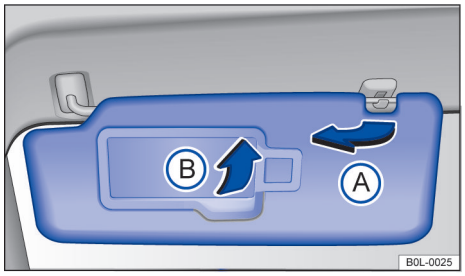

图 72 前部顶篷上：遮阳板
– 从支架上拉出，转向车门，遮挡自门窗射入的阳光 →图 72 Ⓐ。
打开遮阳板后向上翻开化妆镜盖板 →图 72 Ⓑ 可发现盖板后有一化妆镜。